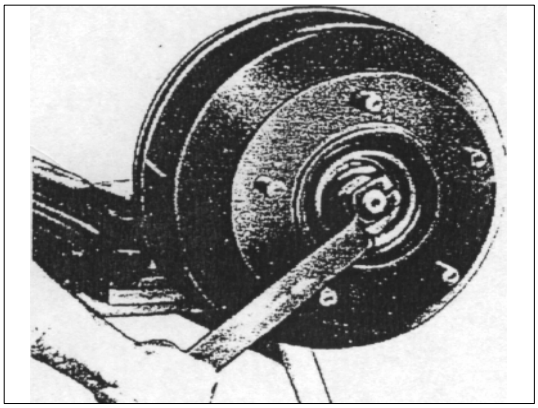

РИС. 284
9) Закрутите разрезную гайку на резьбу поворотной цапфы (см. рис. 284), используя специальный ключ 2640 5890 3302, до упора. Стукните деревянным молотком по ступице, чтобы ступица стала на своё место.